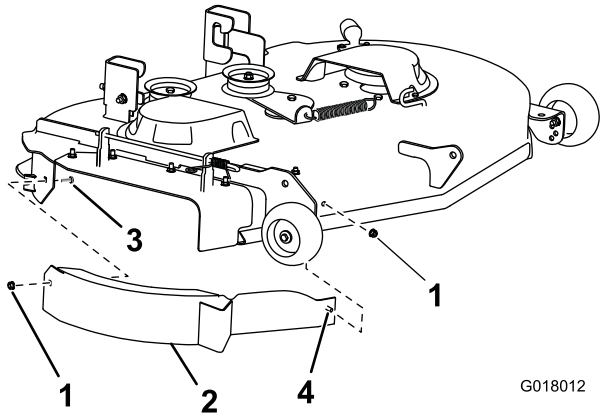

Figure 27
6. Remove the baffle assembly to the right side of the mower deck with a carriage bolt (5/16 x 3/4 inch) and 2 flange nuts (5/16 inch) as shown in Figure 27.